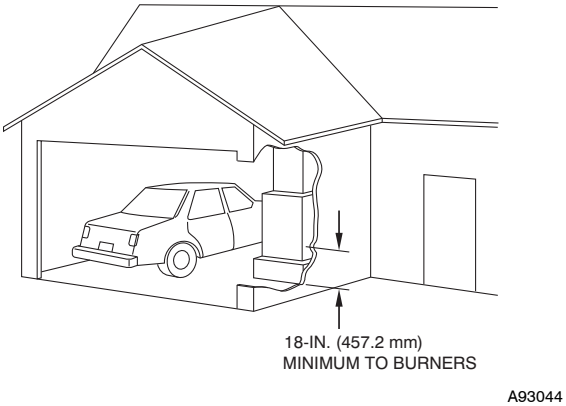

Fig. 5 - Installation in a Garage
8. A gas-fired furnace for installation in a residential garage must be installed as specified in the warning box in the “Location” section (see Fig. 5).
When the furnace is installed in a residential garage, the burners and ignition sources must be located at least 18 inches above the floor. (See Fig. 5) The furnace must be located or protected to avoid damage by vehicles. When the furnace is installed in a public garage, airplane hangar, or other building having a hazardous atmosphere, the furnace must be installed in accordance with the NFGC.